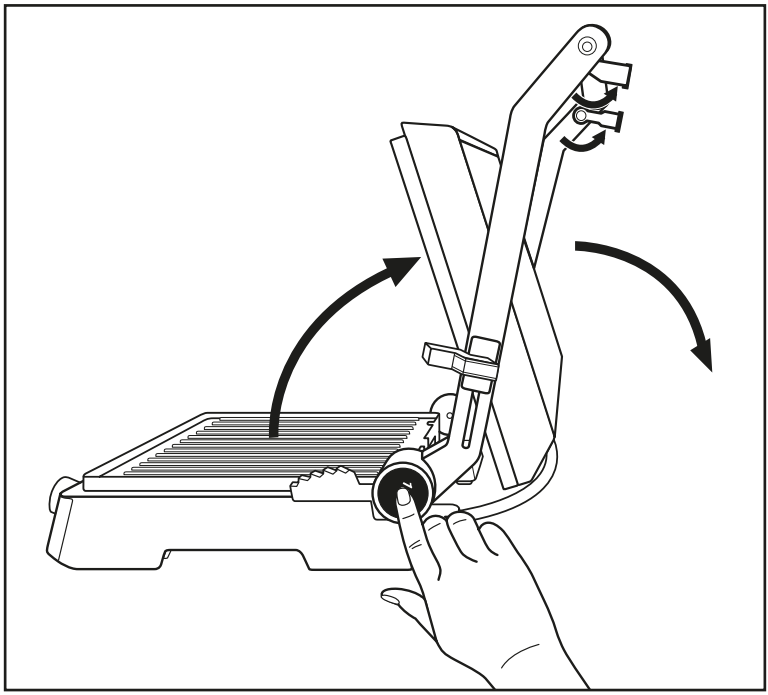

Fig.1
1) Despliegue ambos pies de apoyo ❶ (fig.1).
2) Pulse el botón de desencastre 180° ❸ (fig.1) y abra la tapa del aparato hasta que ambas placas de calentamiento ❿ puedan utilizarse como grill de mesa.